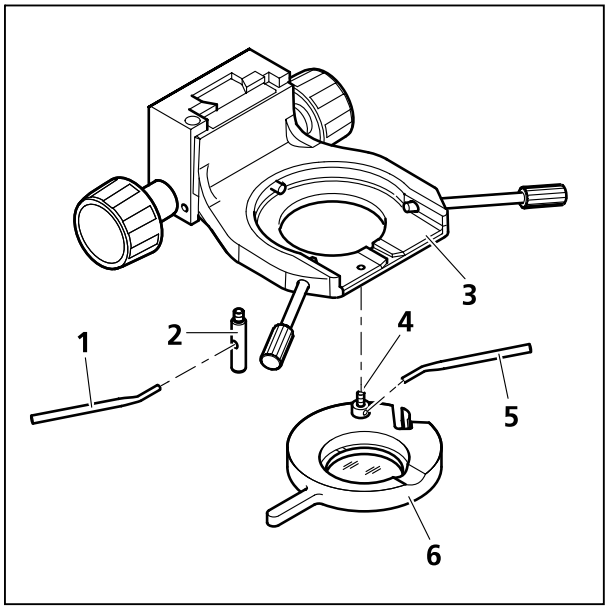

Bild 3-51 Polarisator D montieren
- Zwecks einfacher Montage den Kondensorträger (Bild 3-51/**3**) komplett mit Tischträger abnehmen
- Polarisator oder Filterhalter (Bild 3-51/**6**) parallel zur Unterseite des Kondensorträgers (Bild 3-51/**3**) halten und Haltebolzen (Bild 3-51/**4**) des Polarisators (Bild 3-51/**6**) mit abgewinkeltem Justierhebel (Bild 3-51/**5**) in vordere Gewindebohrung links unterhalb des Kondensorträgers (Bild 3-51/**3**) bis zum Anschlag einschrauben.
- Rastbolzen (Bild 3-51/**2**) mit Justierhebel (Bild 3-51/**1**) bis zum Anschlag in hintere Gewindebohrung des Kondensorträgers (Bild 3-51/**3**) einschrauben.